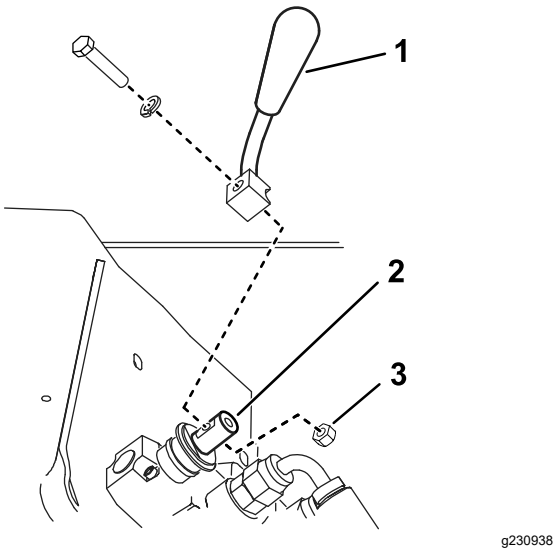

Figuur 3
2. Bevestig de hendel aan de klep van de toerentalschakelaar met de bout, borgring en moer. Ga te werk zoals in Figuur 3.